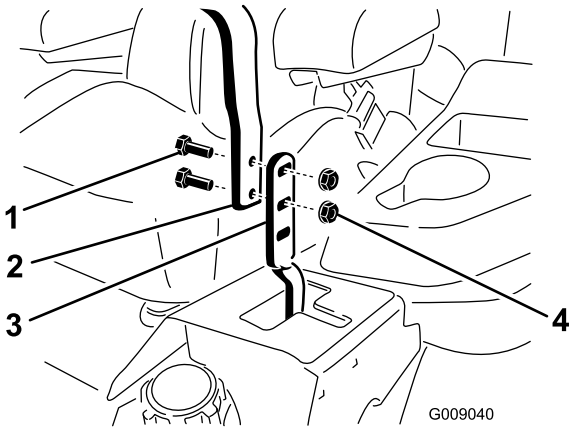

Figur 79
3. Løsn boltene og de flangemøtrikker, der er monteret i håndtagene (Figur 79).